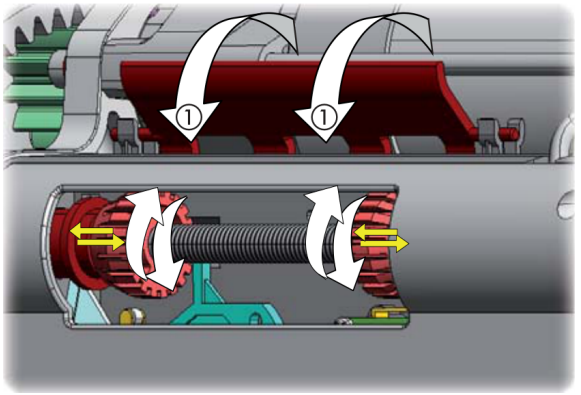

Fig. 14
2. As shown in Figure 14, incline downward and keep inclined the